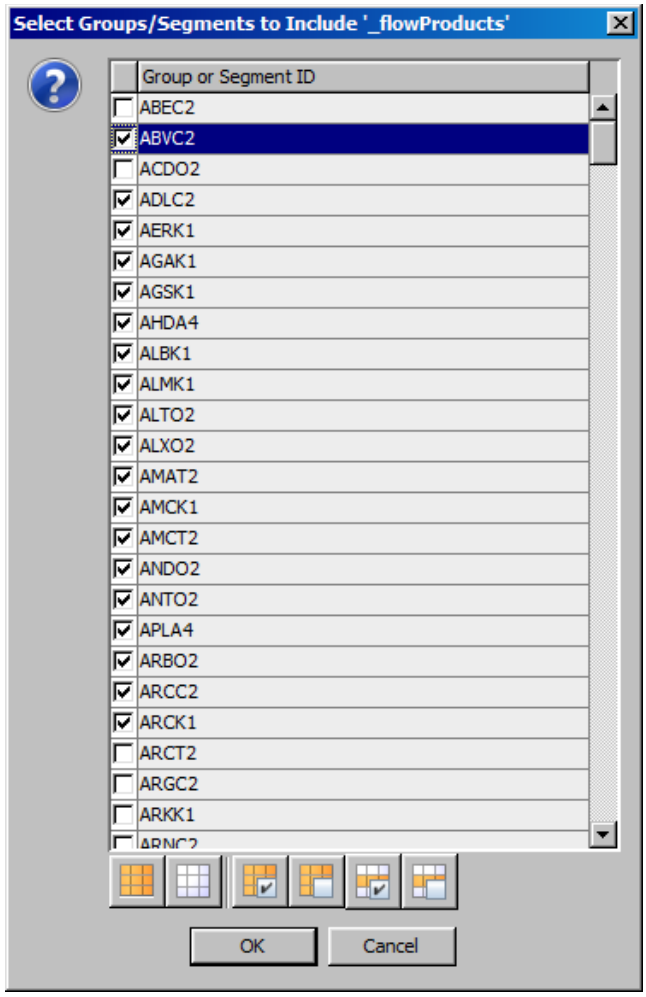

Figure 3-4: The **Select Groups/Segments to Include Dialog.**
- **Select Groups/Segments Buttons**: Click to assign the group or segment currently selected via the **Segments with Defined Settings Table** (described in the previous section) to multiple groups or segments. When clicked, a **Select Groups/Segments to Include Dialog** opens (shown below in Figure 3-4. Check the rows that correspond to all groups or segments to include the currently selected group or segment and click **OK**. Upon clicking **OK**, the checked groups and segments will be updated to include the currently selected group or segment and a The buttons below the table are as follows: